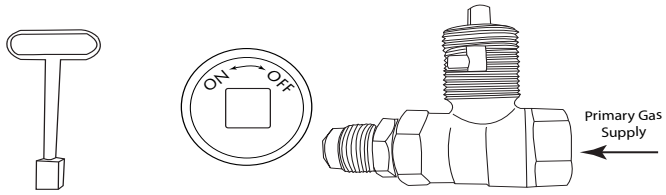

Fig. 32 Key valve components
The key valve contents: (1) key valve, (1) 12-inch key and (1) flange. See Fig. 32. The valve requires a 1¼" round clearance hole in the non-combustible enclosure wall. See the instructions supplied with the key valve for more specific details. **Note:** Be sure to leak test all fittings before operating.